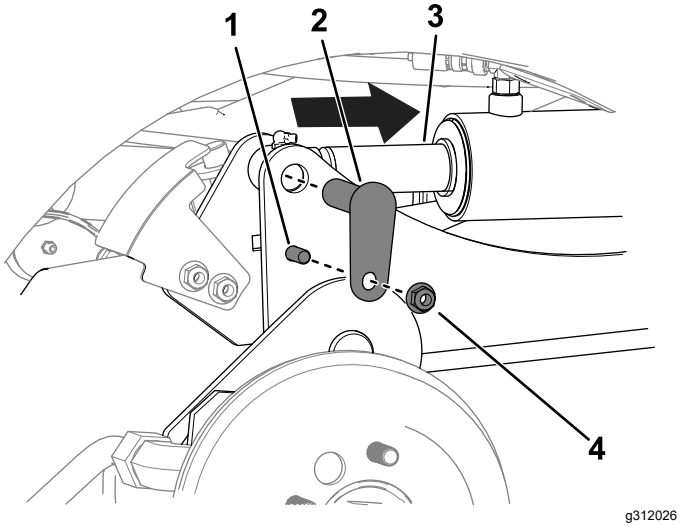

Рисунок 10
C. Используйте пробойник, чтобы совместить отверстия в штоке цилиндра с отверстиями в подъемном рычаге (Рисунок 10).
D. С помощью 2 болтов (⅜ x 1¼ дюйма), 2 гаек (⅜ дюйма) и 2 малых штифтов прикрепите подъемные рычаги к цилиндрам (Рисунок 10).